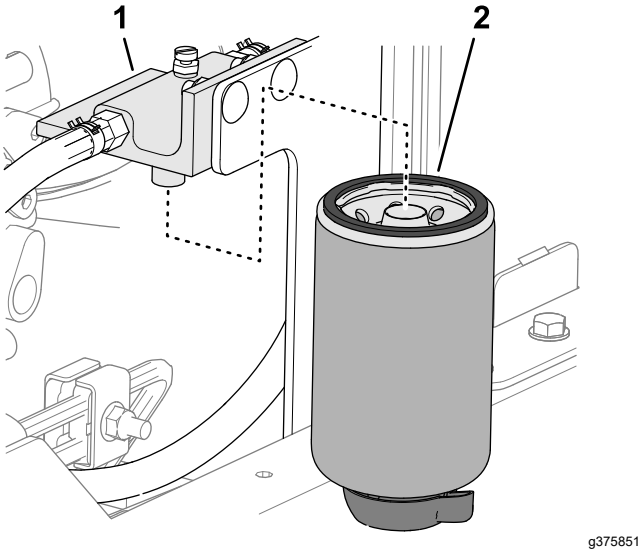

Figuur 85
2. Reinig de filterkop en de filterbus (Figuur 85).